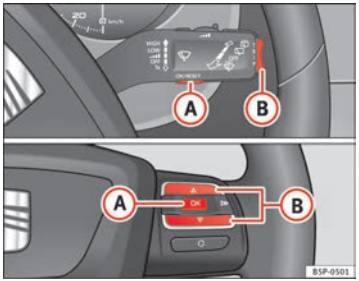

Fig. 40 Rocker buttons A and B. Steering wheel controls.
A **Service pre-warning** will appear in the mileage displays if a service is due soon. A “spanner” symbol appears and the display “km” with the distance that can be driven until the next service appointment is due. The display will change after approximately 10 seconds. A “clock symbol” appears and the number of days until the service appointment should be carried out. The following message is shown in the dash panel display: **SERV. IN... KM OR... DAYS**. The service message will disappear approximately 20 seconds after the ignition is switched on or the engine is running. The normal display can be resumed by pressing the reset button on the trip counter or by pressing the rocker switch of the MFI ⇒ fig. 40 (B).
– When the ignition is on, briefly press button ⇒ page 63, fig. 40 (A) on the windscreen wiper lever to change from one memory to another or press button (A) on the steering wheel controls ⇒ page 63, fig. 40.